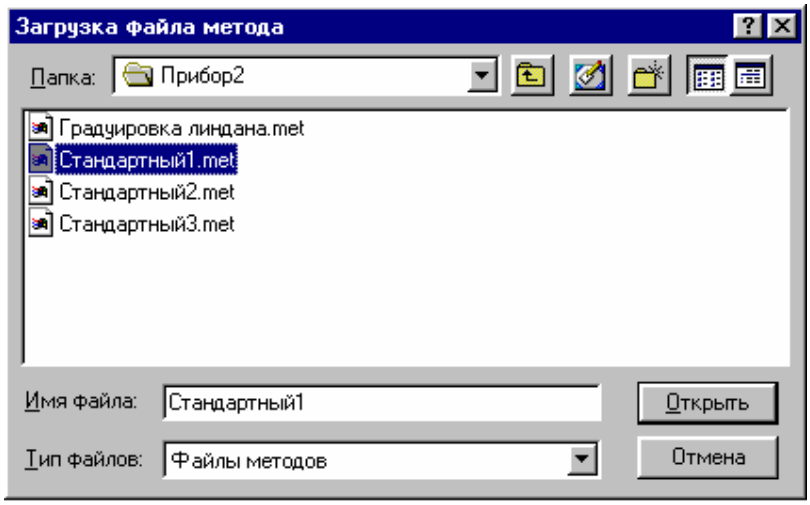

Рис.60 Окно загрузки Метода из файла
- Найти нужный файл в папке ***Методы*** окна диалога (Рис.60) и активировать его либо дважды щелкнув на нем левой клавишей мыши, либо выделив одним щелчком и выбрав команду ***Открыть***.